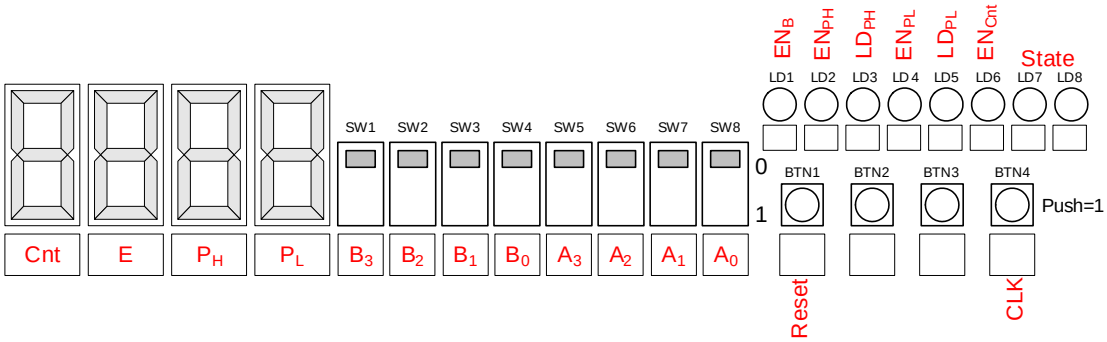

Figure 12.8: Multiplier Inputs/Outputs Assignment.
15. Use four switches (SW5-SW8) to load the *multiplier* (A) into P_L, and four switches (SW1-SW4) to load the *multiplicand* (B) into its register as in Figure 12.8.